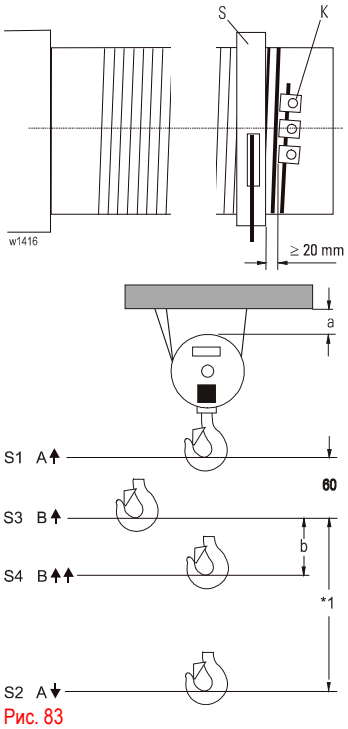

Рис. 83
1. Подъём крюковой подвески до расстояния "a+10 мм"; (Рис. 83
4. Тип SH/SHA: опустите крюковую подвеску на "b" (Рис. 83
(Минимальное расстояние между направляющим кольцом каната (S) и зажимами (K) для крепления каната = 20 мм, см. Рис. 83 (для крепления каната)